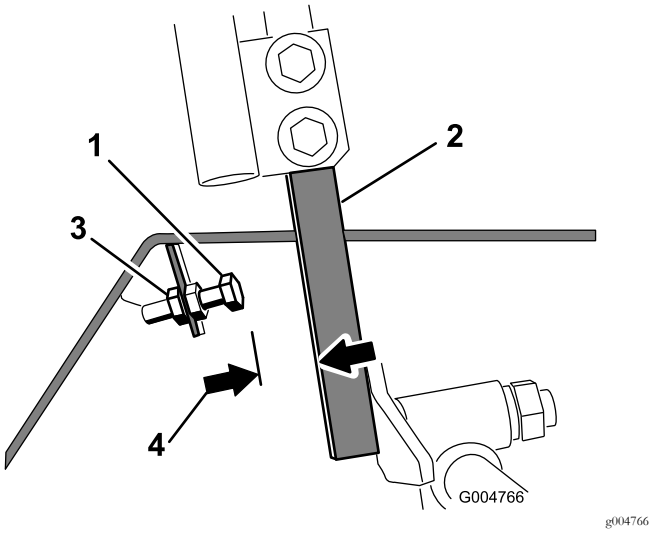

Figur 58
4. Løsne låsemutteren på stoppebolten for en kontrollspak (Figur 58).